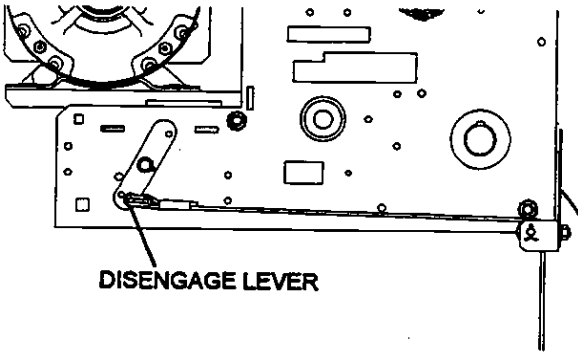

FIGURE 5A
- Bolt Pulley and Bracket to operator frame on desired side as shown in Figure 5A.
- Bolt Pulley and Bracket to operator frame as shown in Figure 5A.